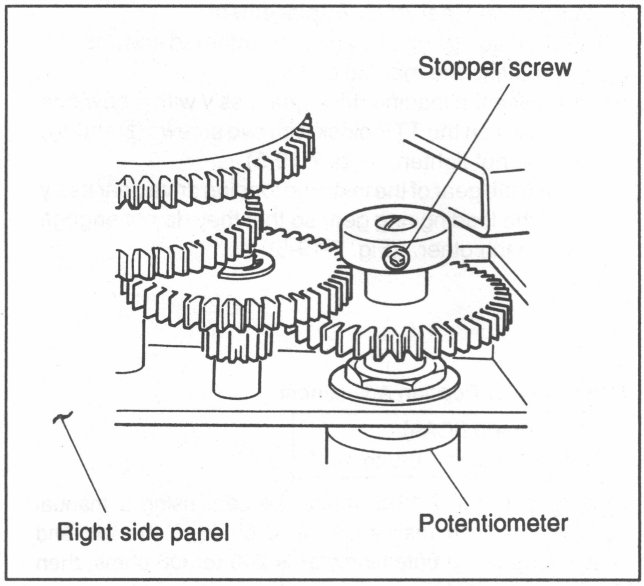

Fig. 1. Direction of Potentiometer
Check that the stopper screw (with hexagonal hole and 3×3 flat nylon lock) of the potentiometer can be rotated with the hexagonal wrench at the threading end position (Fig. 1).
(3)-2. Loosen the two screws (PSW3×8) which secure the loading drive gear ass'y to the TTP block so that the loading drive gear ass'y and loading ring gear do not engage. In this condition, rotate the manual crank until the stopper screw faces the right as shown in Fig. 1.
(3)-4. Rotate the manual crank again and set the loading ring to its threading end position. (Until the manual crank cannot be rotated any further.) Check that the stopper screw of the potentiometer faces the direction shown in Fig. 1.